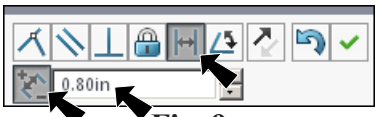
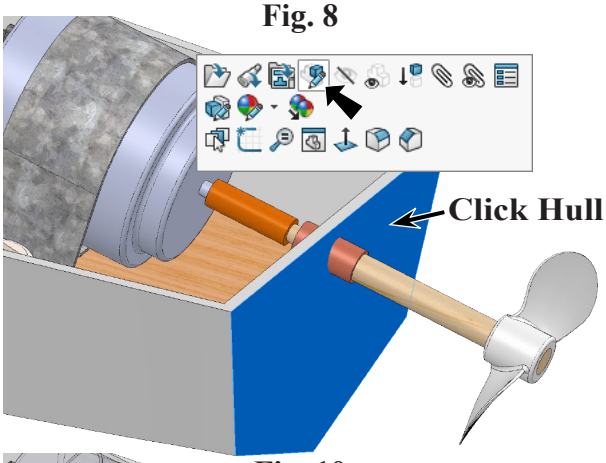

Fig. 9
Fig. 10
Step 6. Click **Distance** in Mate pop-up, **Fig. 9**. Set **distance .8** and press ENTER. The Coupling should **extent .8 out rear of Motor**, **Fig. 10**. If positioned in opposite direction, click **Flip Dimension** in the Mate pop-up, **Fig. 9**. Click Add/Finish Mate to add Distance mate.
Step 1. Click the **Hull** and click **Edit Part** on the context toolbar, **Fig. 10**.